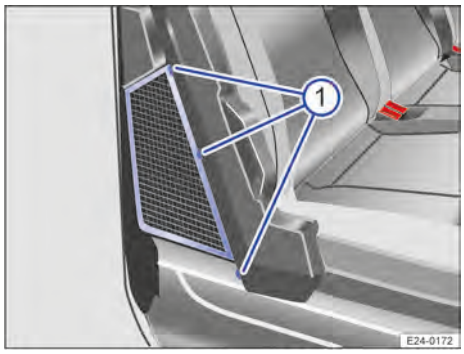

Bilde 140 Sikringsnett festet i sittebenkstilling.
Ved bruk i sittebenkstilling: Hekt festeringene i festene på seterammen → Bilde 140 ①.